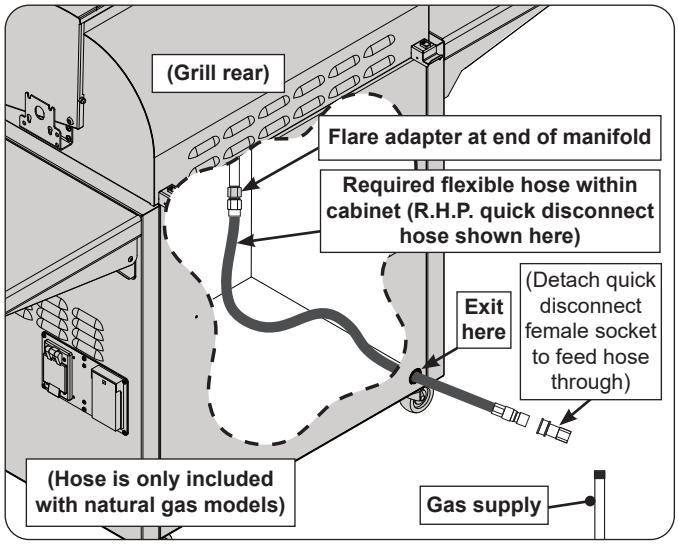

Fig. 25-1 Flexible hose assembly detail
2. **Household propane only:** A regulator hose assembly designed for L.P. cylinders comes pre-installed to the unit valve manifold. First remove this assembly from the flare adapter (at end of manifold), and then install a quick disconnect hose or similar (purchased separately) to the adapter. (An R.H.P. quick disconnect hose is recommended - see third bullet above.) Use a pipe joint compound resistant to all gasses on all NPT pipe fittings **except flare fittings**. Reference Fig. 25-1. Then proceed to step 3.
3. Route the quick disconnect hose (or similar) out of the hole in the rear bottom right of the cabinet, and to the gas supply (see Fig. 25-1).